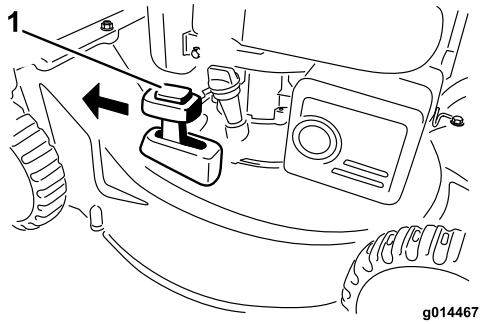

Figuur 16
2. Druk op de knop op de hendel voor recycling/opvangen en zet de hendel in de **recycling** modus (Figuur 16).
2. Om het maaisel op te vangen, moet u de grasvanger monteren (zie Montage van de grasvanger). Druk op de knop op de hendel voor recycling/opvangen en zet de hendel in de **opvang** modus (Figuur 16).
Opmerking: De hendel voor recyclen/opvangen moet in de **opvang** modus (Figuur 16) staan.